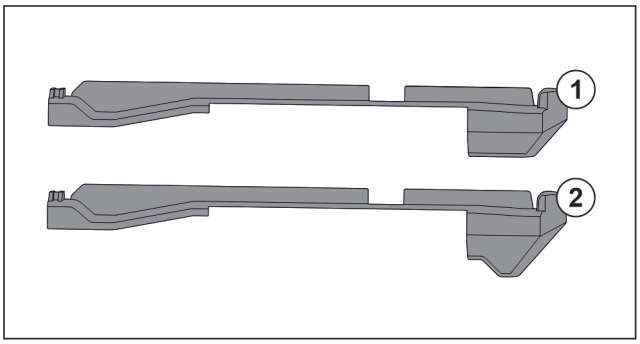

Fig. 195 A felhúzható elemek összehasonlítása
A készülékben két különböző felhúzható elem található. A legalsó fiók felett lévő felhúzható elemnek *Fig. 195 (2)* háromszögletű éle van. Minden más felhúzható elemnek *Fig. 195 (1)* egyenes éle van.
▶ A háromszögletű éllel rendelkező felhúzható elemet *Fig. 195 (2)* vigye a legalsó fiók fölé.
▶ Egyenes éllel rendelkező felhúzható elemet *Fig. 195 (1)* tegyen minden más helyre.